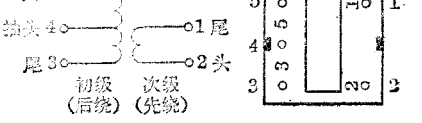

图 7
(2) 绕制线圈的顺序是先绕次级后绕初级，由于次级绕组圈数极少，绕在里面可以方便得多。每个线圈的匝数应平均分配在"王"型磁芯的上下两槽里，采用乱绕法并应绕紧。这样绕制的线圈分布电容小，高频损耗也小，性能也较稳定。接在中周底座脚上的每只线圈的头尾(即相位)不能搞错，初、次级线圈中如果有一个相位搞错，两线圈在同一磁路中的磁通量就会互相抵消削弱，使中周的性能变坏，甚至无法工作。具体的接线应按图 7 和表 1 进行。